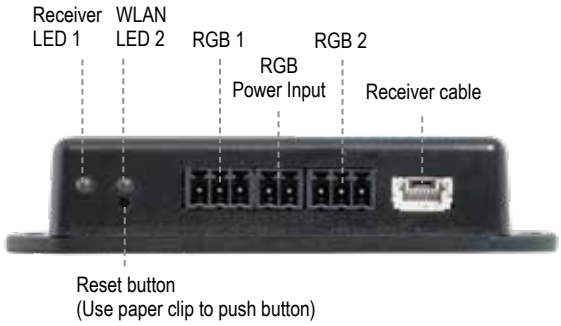

Figure 24: myfire Wi-Fi Box (B6R-W2…)
LED INDICATION ON MYFIRE WI-FI BOX (see figure 24, page 23)
- Multiple users on the same Wi-Fi channel may interfere with the data transfer. Press reset button on the myfire Wi-Fi Box for 1 second to change current channel (see figure 24, page 23).